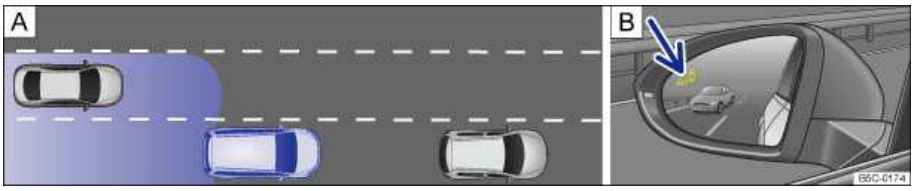
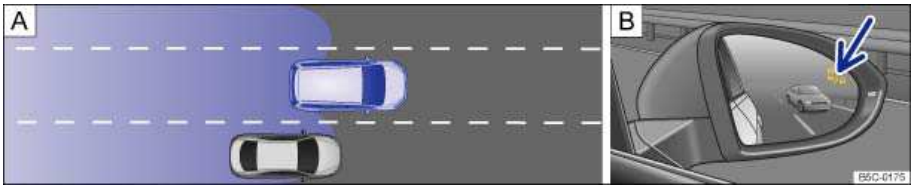

Fig. 139 A: Driving situation when passing with traffic behind your vehicle. B: Blind Spot Monitor indicator light in the driver side mirror.
Fig. 140 A: Driving situation when passing and merging into the lane. B: Blind Spot Monitor indicator light in the passenger side mirror.
The following situations result in a signal in the outside mirror ⇒ fig. 139 **B** (arrow) or ⇒ fig. 140 **B** (arrow):
- If your vehicle is being passed by another vehicle ⇒ fig. 139 **A**.
- When passing another vehicle ⇒ fig. 140 **A**, and the difference in speed between the two vehicles is no more than about 6 mph (10 km/h). There is no signal if the passing speed is clearly faster.